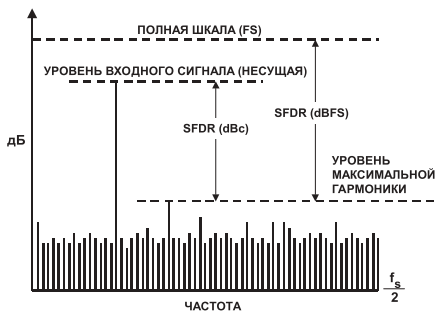

Рис. 12. **SFDR – свободный от гармоник динамический диапазон**
- SFDR (spurious-free dynamic range) — динамический диапазон, свободный от гармоник. Это отношение значения входного синусоидального сигнала к уровню самого большого выброса (везде берутся среднеквадратические значения), наблюдаемого в частотной области. Измеряется в дБ. Наглядное представление об этой характеристике дает рис. 12.